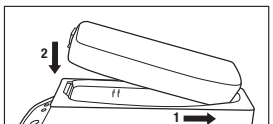

Fig.1b
- Carregador de Bateria TR-944N de 4-Estações da 3M™: Insira o Carregador de Bateria TR-340 da 3M™ em uma das portas de carregamento na TR-944N e deslize para trás até travar no lugar. (Fig. 1b). (**NOTA:** o cabo de alimentação da série TR-941N não é usado com a série TR-340, quando o Carregador de 4 estações for usado. Insira o cabo de alimentação DC, fornecido com o kit, na base de 4 estações.) Plugue o cabo de energia na fonte de força AC (100-240V), como uma tomada de parede. Você pode carregar qualquer combinação de até quatro baterias da 3M™ simultaneamente.